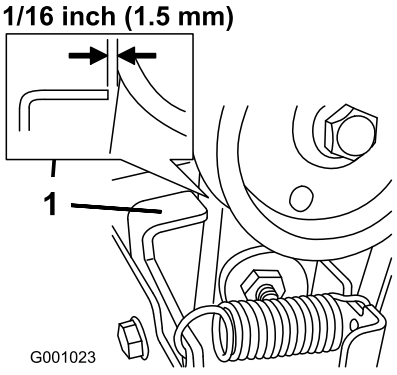

Figur 48
3. Når spiralbladets/viftehjulets spak er deaktivert, påse at mellomrommet mellom spiralbladclutchen og tappen er 1,5 mm (Figur 48).